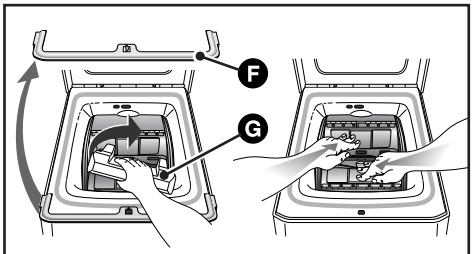

Fig. 07
– Retirez la cale d'immobilisation de l'ensemble tambour-cuve *(Fig. 07)*.